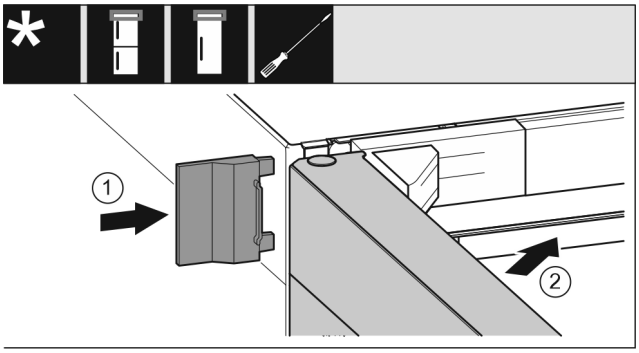

Fig. 21
▶ Надвиньте внешнюю крышку. *Fig. 21 (1)*
▶ Закройте верхнюю дверь. *Fig. 21 (2)*